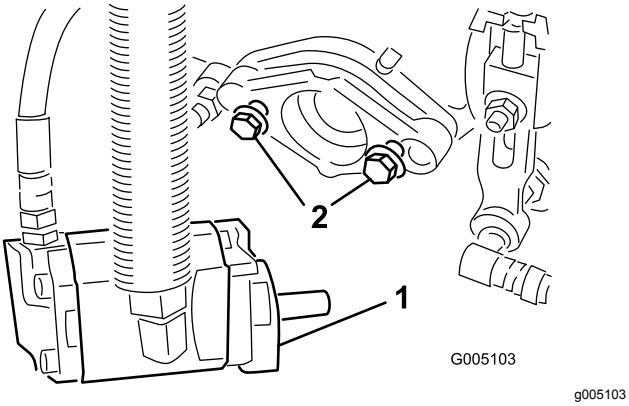

**Figur 10**
6. Kontrollera att cirka 13 mm av gängorna syns på alla fästskruvar till cylinderdrivmotorn (Figur 10).
9. Dra åt fästskruvarna (Figur 10).